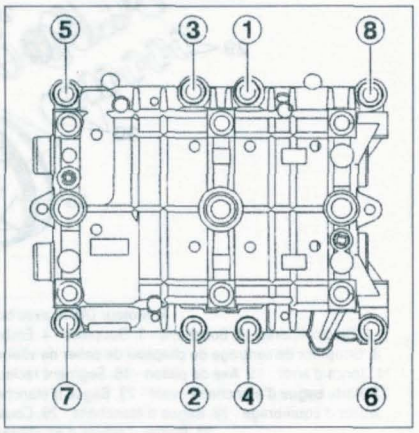

FIGURE 1-36
• Reposer les vis de fixation sur le boîtier et les serrer au couple de serrage prescrit **(figure 1-36)**.